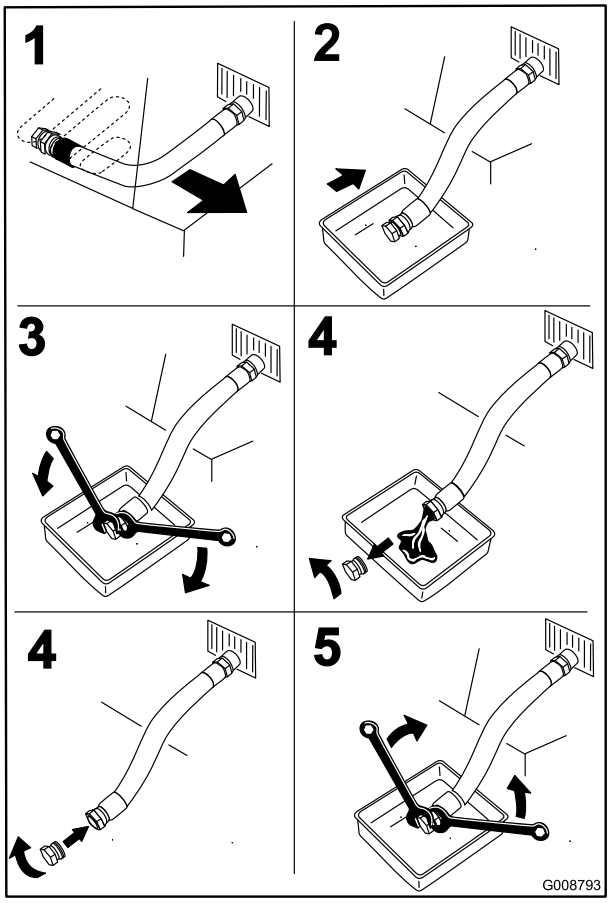

Figuur 45
4. Zet de motor af, verwijder het contactsleuteltje en wacht totdat alle bewegende onderdelen tot stilstand zijn gekomen voordat u de bestuurderspositie verlaat (Figuur 45).